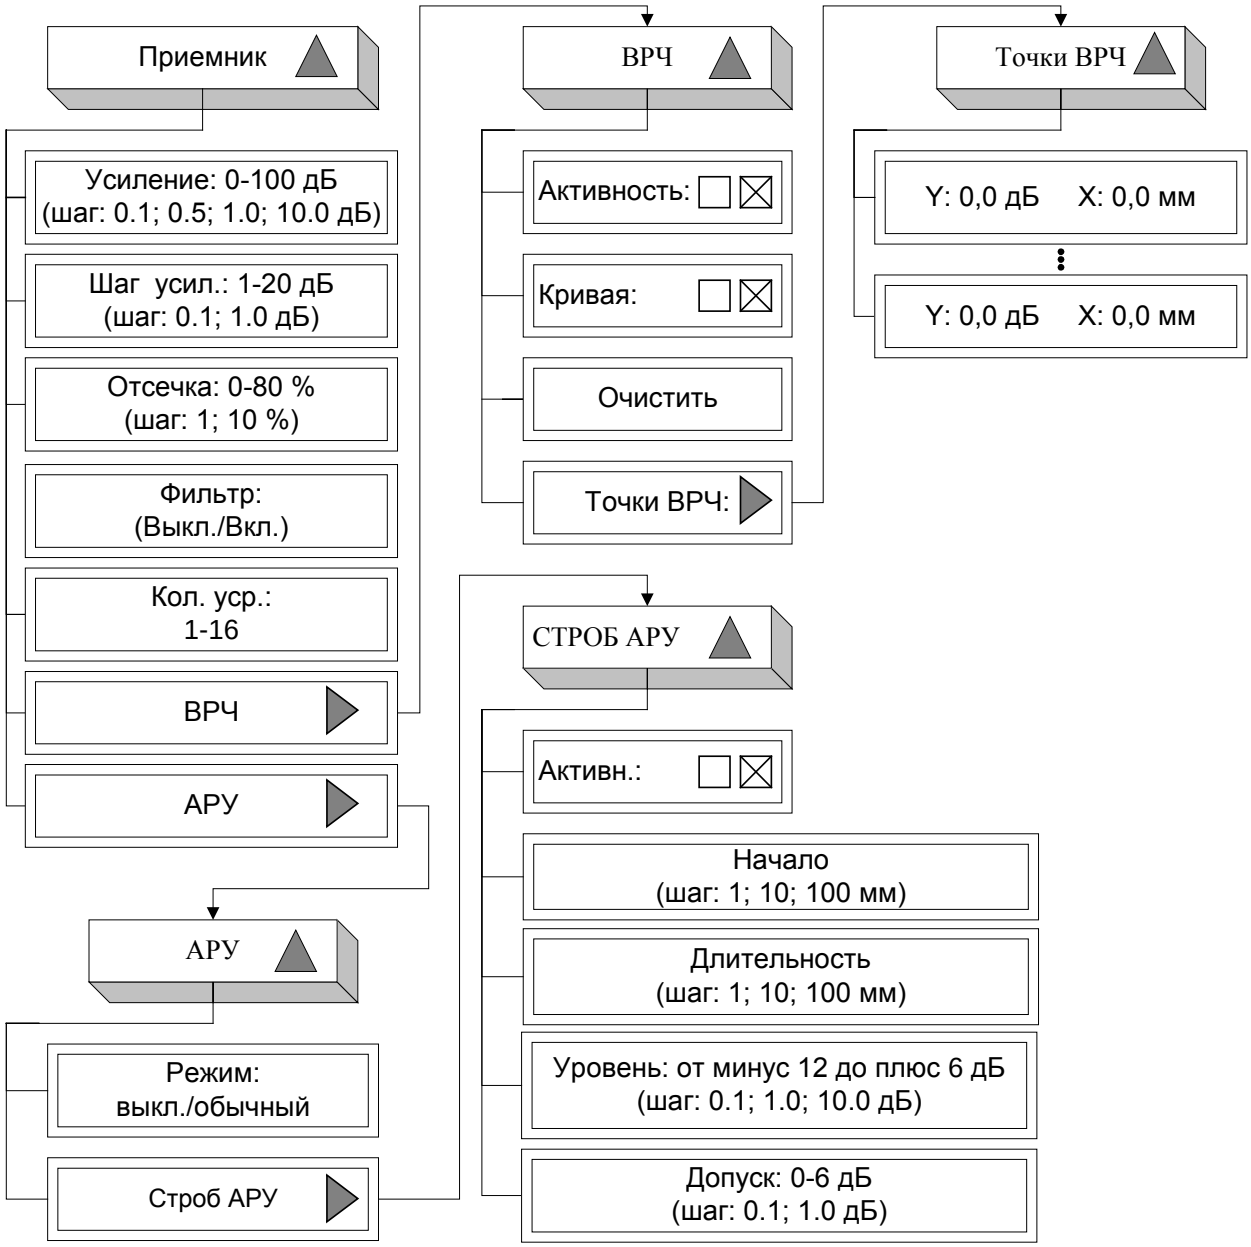

Рисунок 10 – Меню «Приемник»
6.3.1.2 Меню «**Приемник**» имеет следующую структуру (рисунок 10):